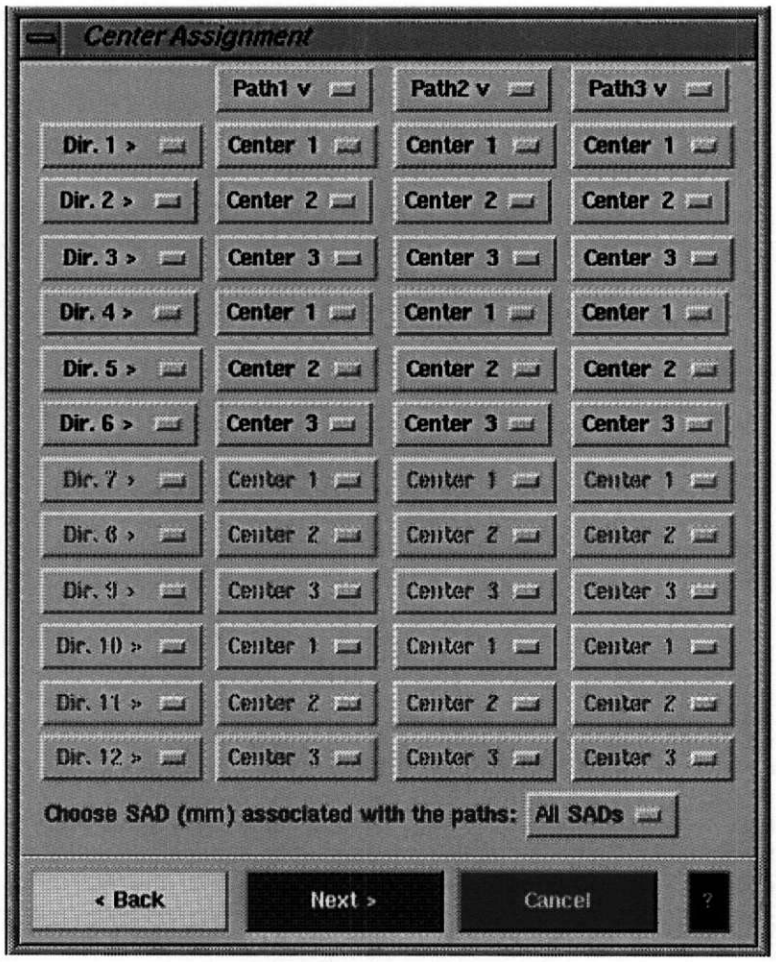
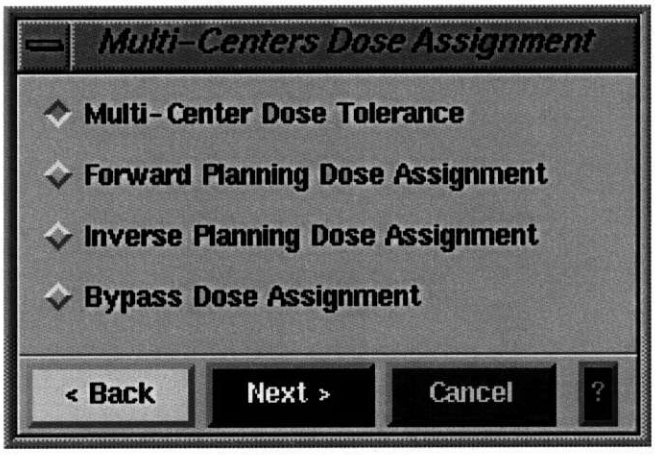
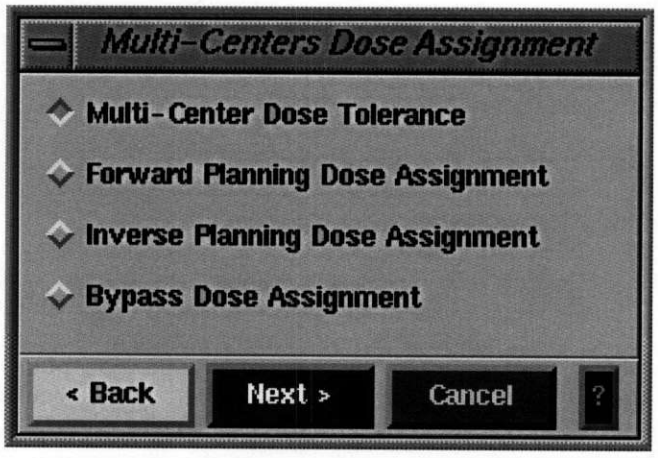

**Figure 35 Path/Direction Center Assignment**
**Figure 36 Multiple Centers Dose Assignment Methods**
**Figure 43 Multiple Centers Dose Assignment**
**Step 4.** Click **NEXT** to advance to the CENTER ASSIGNMENT (*Figure 35 Path/Direction Center Assignment, page 39*) window, if the plan has more than one center. If the plan has only one center, next advances to the Multi-Centers Dose Assignment (*Figure 36 Multiple Centers Dose Assignment Methods, page 40*) window. Click **CANCEL** to exit the wizard.
Click **NEXT** to continue to the Multi-Centers Dose Assignment (*Figure 36 Multiple Centers Dose Assignment Methods, page 40*) window. **BACK** returns the planning system to the previous wizard. **CANCEL** exits the wizard.
The Multiple Dose Assignment Wizard is shown in (*Figure 43 Multiple Centers Dose Assignment, page 47*). The number of center doses corresponds to the number of centers. Set the desired dose in cGy for each center and select whether or not critical beams should have nonzero dose. Click **NEXT** to set the beam doses. Click **BACK** to return to the Multiple Centers Dose Assignment Methods (*Figure 36 Multiple Centers Dose Assignment Methods, page 40*) window. Click **CANCEL** to discard the partially created plan.